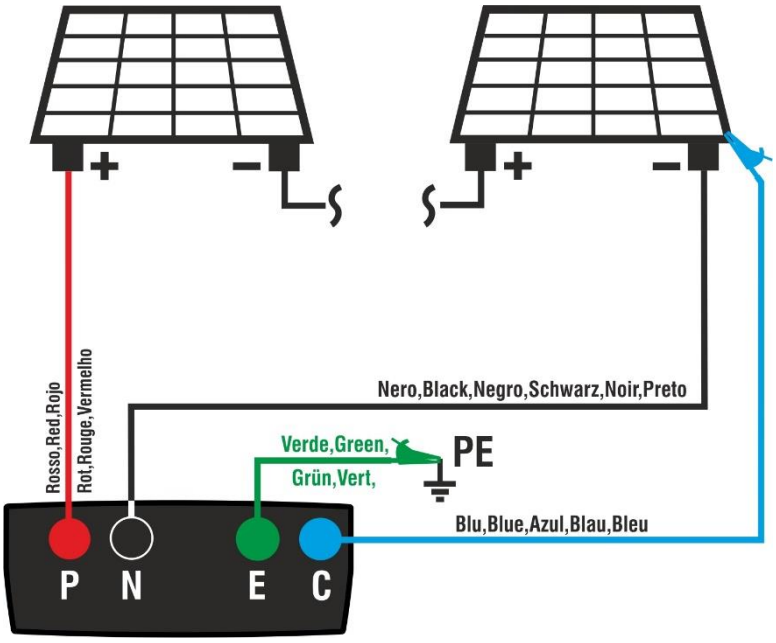

Fig. 10: Ligação de teste IVCK sem unidade remota
5. Ligar o instrumento ao modulo/string em ensaio e, se for caso disso, ao nó de terra principal do sistema e às massas metálicas ligadas à terra, como indicado na Fig. 10. Em especial, ligar o pólo negativo que sai do string ao terminal N e o pólo positivo que sai do módulo/string ao terminal P